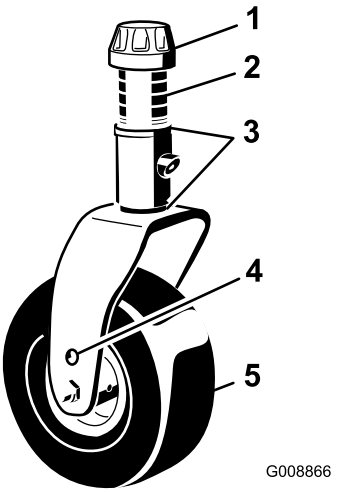

Bild 26
3. Stellen Sie die Beilagscheiben (3 mm) an den vorderen Laufradgabeln auf die entsprechende Schnitthöhe auf dem Aufkleber ein (Bild 26), siehe Einstellen der Mähwerkneigung (Seite 58).